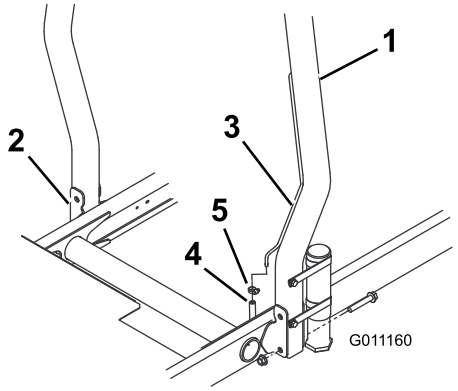

Figur 12
1. Senk veltebøylen på trekkenhetens monteringsbraketter på linje med monteringshullene. Kontroller at utluftingsslangen på veltebøylen er på venstre side av maskinen (Figur 12).
2. Fest hver side av veltebøylen til monteringsbrakettene med to flenshodebolter og låsemuttere (Figur 12). Stram til festene med et moment på 81 N·m.